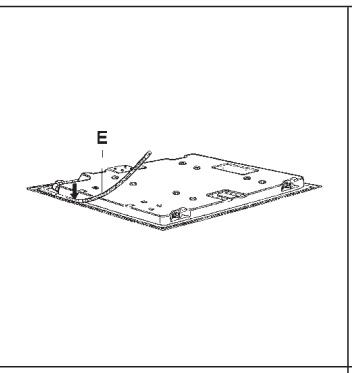

FIG. 9
- Se rastoarna plita si se aseaza corect garnitura “E” (fig. 9) sub marginea acestuia, astfel incat partea exterioara a garniturii sa se imbine perfect cu marginea plitei. Extremitatile benzilor trabuie sa se uneasca fara sa se suprapuna.